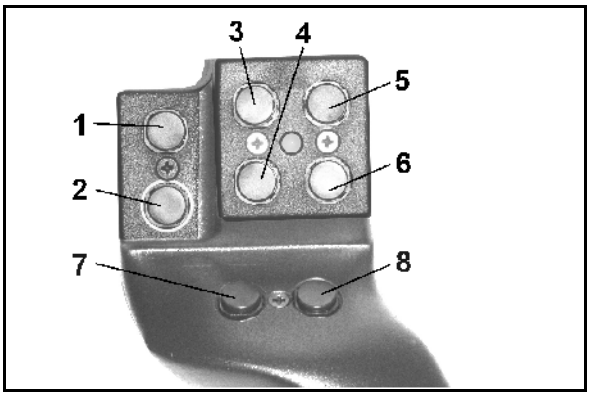
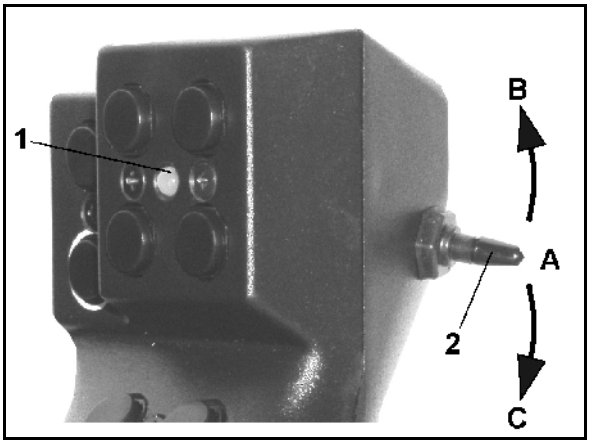

Fig. 57
Fig. 58
To operate the **AMATRON 3**, the multifunction stick (Fig. 57) has 8 buttons (1 - 8). In addition, the assignment of the keys can be changed 3-fold by means of a switch (Fig. 58/2).
- central position (Fig. 58/A) and can be pressed
- up (Fig. 58/B) or
- down (Fig. 58/C).
The position of the switch is indicated by an LED (Fig. 58/1).